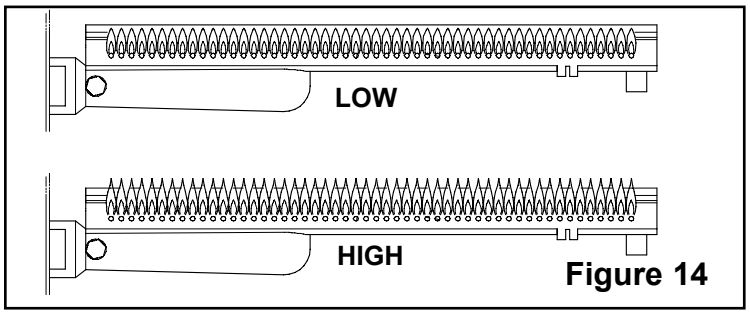

Figure 14
8. Adjust control knobs to your desired cooking temperature. If the knob is turned fully counterclockwise the lowest flame setting will occur. To visually check that the burner is operating look between the frame and tray at the flame. The flame should be approximately 1/2"-3/4" long with the high setting (see **Figure 14**).